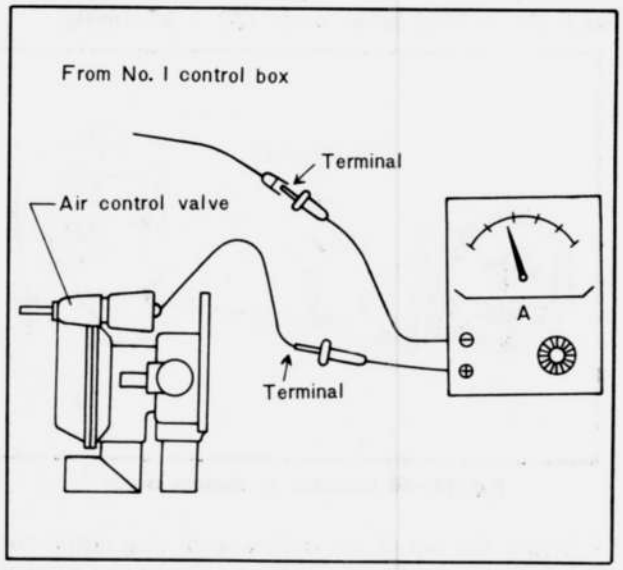

Fig. 1A–51 Checking of No. 1 control box (2)
2. With the No. 1 thermosensor connector terminal short-circuited as in Fig. 1A–52, check the following points: